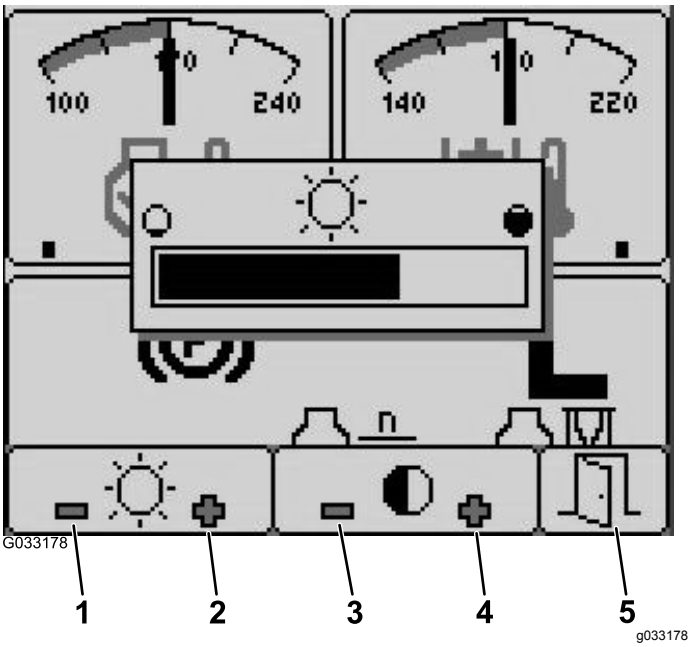

**Figur 27**
1. Utgå från startskärmen och tryck på knapp 5 för att komma åt popup-menyraden för ljusstyrka/kontrast (Figur 27).
2. Tryck på knapp 1 för att minska ljusstyrka, knapp 2 för att öka ljusstyrka, knapp 3 för att minska kontrast och knapp 4 för att öka kontrast (Figur 27).
3. När du har ställt in ljusstyrka/kontrast, trycker du på knapp 5 för att avsluta (Figur 27).